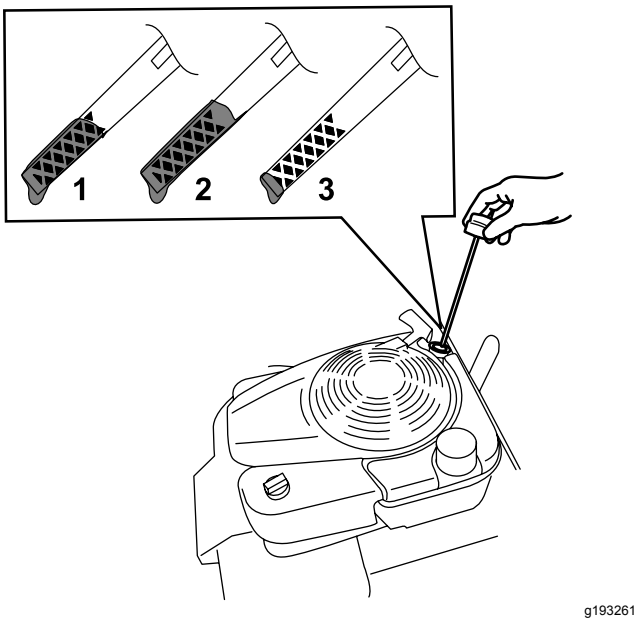

Figuur 32
3. Verwijder de peilstok door de dop linksom te draaien en eruit te trekken (Figuur 32).
10. Lees het oliepeil af van de peilstok (Figuur 32).